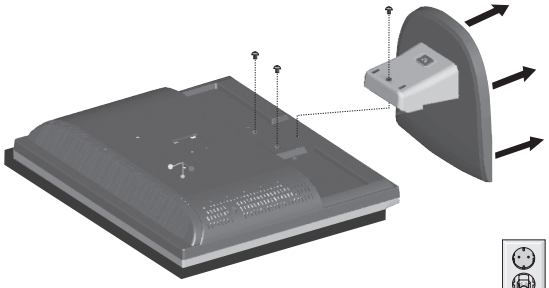

Figura R.2
3. Togliere le 3 viti che fissano il monitor al supporto e sollevare il supporto come illustrato (**Figura R.2**). Il monitor ora è pronto per essere montato in modo diverso.